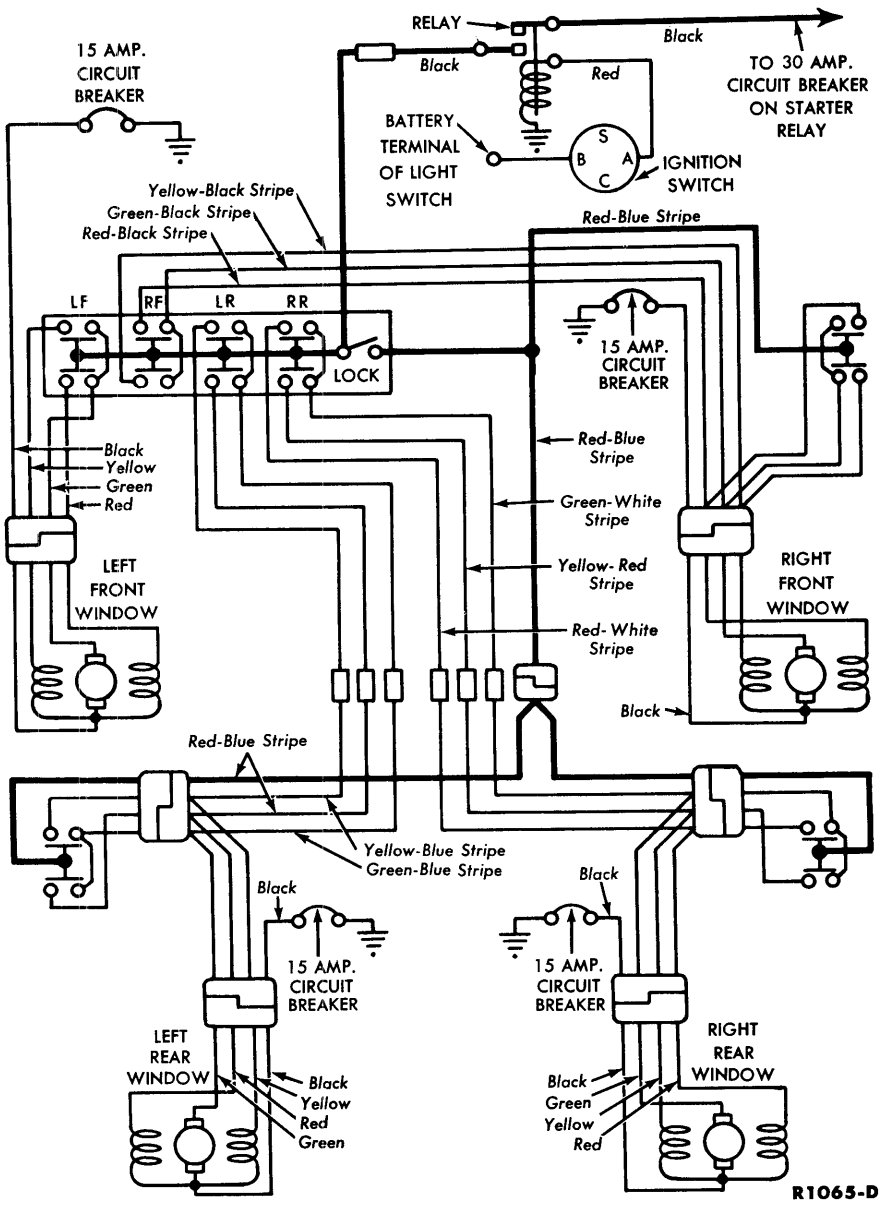

FIG. 7—Power Window Wiring Diagram
1. Connect a voltmeter or test light from a ground to the power window relay black wire connected to the 30-ampere circuit breaker (Fig. 7). If no voltage is available, replace the 30-ampere circuit breaker and/or replace the connecting black wire.
3. Connect a voltmeter from a ground to the remaining terminal (black wire) of the power window relay (Fig. 7). If no voltage is available, replace the power window relay.